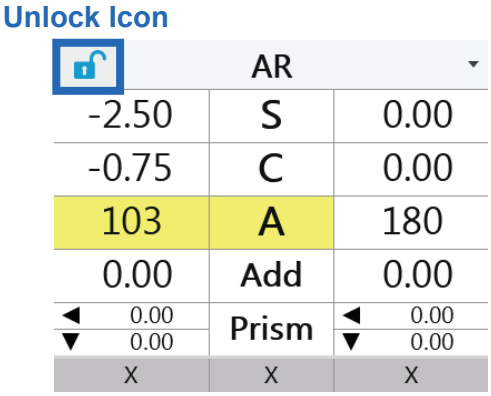

Figure PE-05 Lock/Unlock
3. The data set is unlocked if it has not been used. If the data set has already been used, to change it, first tap **Unlock** at the top left of the title bar. Refer to Figure PE-05.